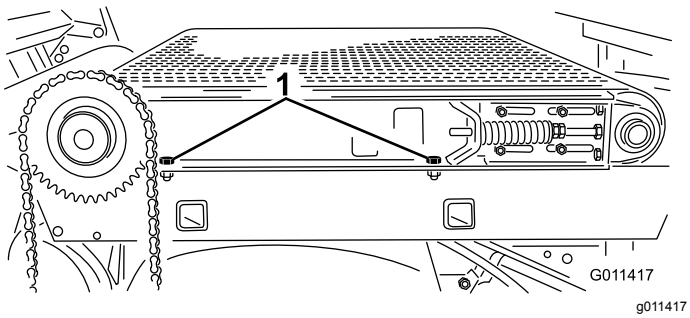

Figur 34
6. Løsne de to hodeskruene, skivene og mutterne som fester skyveplanet til rammen på høyre side av maskinen (Figur 34). Påse at festene er løse nok til at skyveplanet kan vippes.